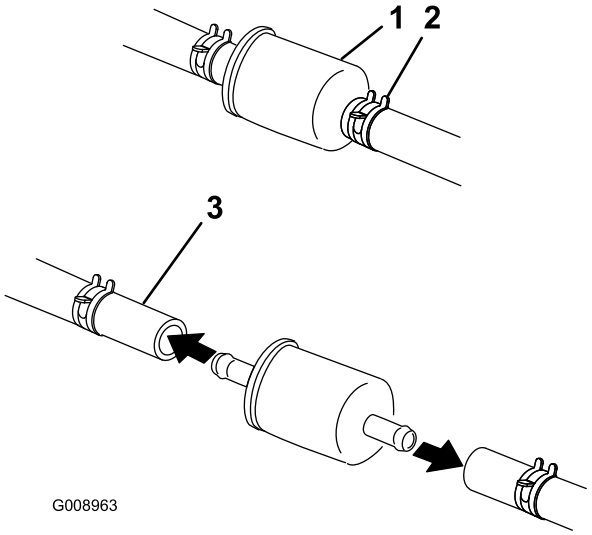

Figur 58
5. Lukk bensinkranen under setet (Figur 58).
6. Klem sammen endene på slangeklemmene, og skyv dem bort fra filteret (Figur 58).
8. Monter et nytt filter, og skyv slangeklemmene nær opptil filteret (Figur 58).